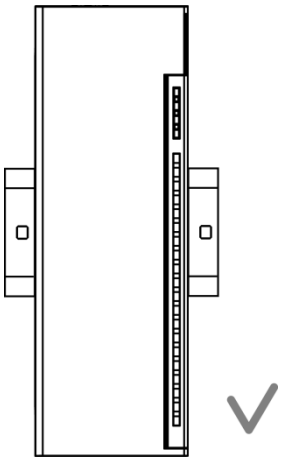

Abb. 3.1 Richtige Installation
2. Befestigen Sie das Gerät mit Schrauben an der DIN-Schiene oder an einer senkrechten Fläche (siehe *Abbildung 3.1*).